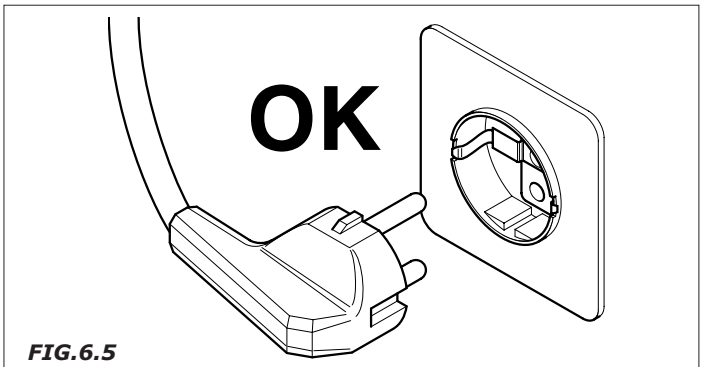

FIG.6.5
- Los enchufes no compatibles con la clavija de la máquina expendedora tienen que ser reemplazados. *(Fig. 6.5).*